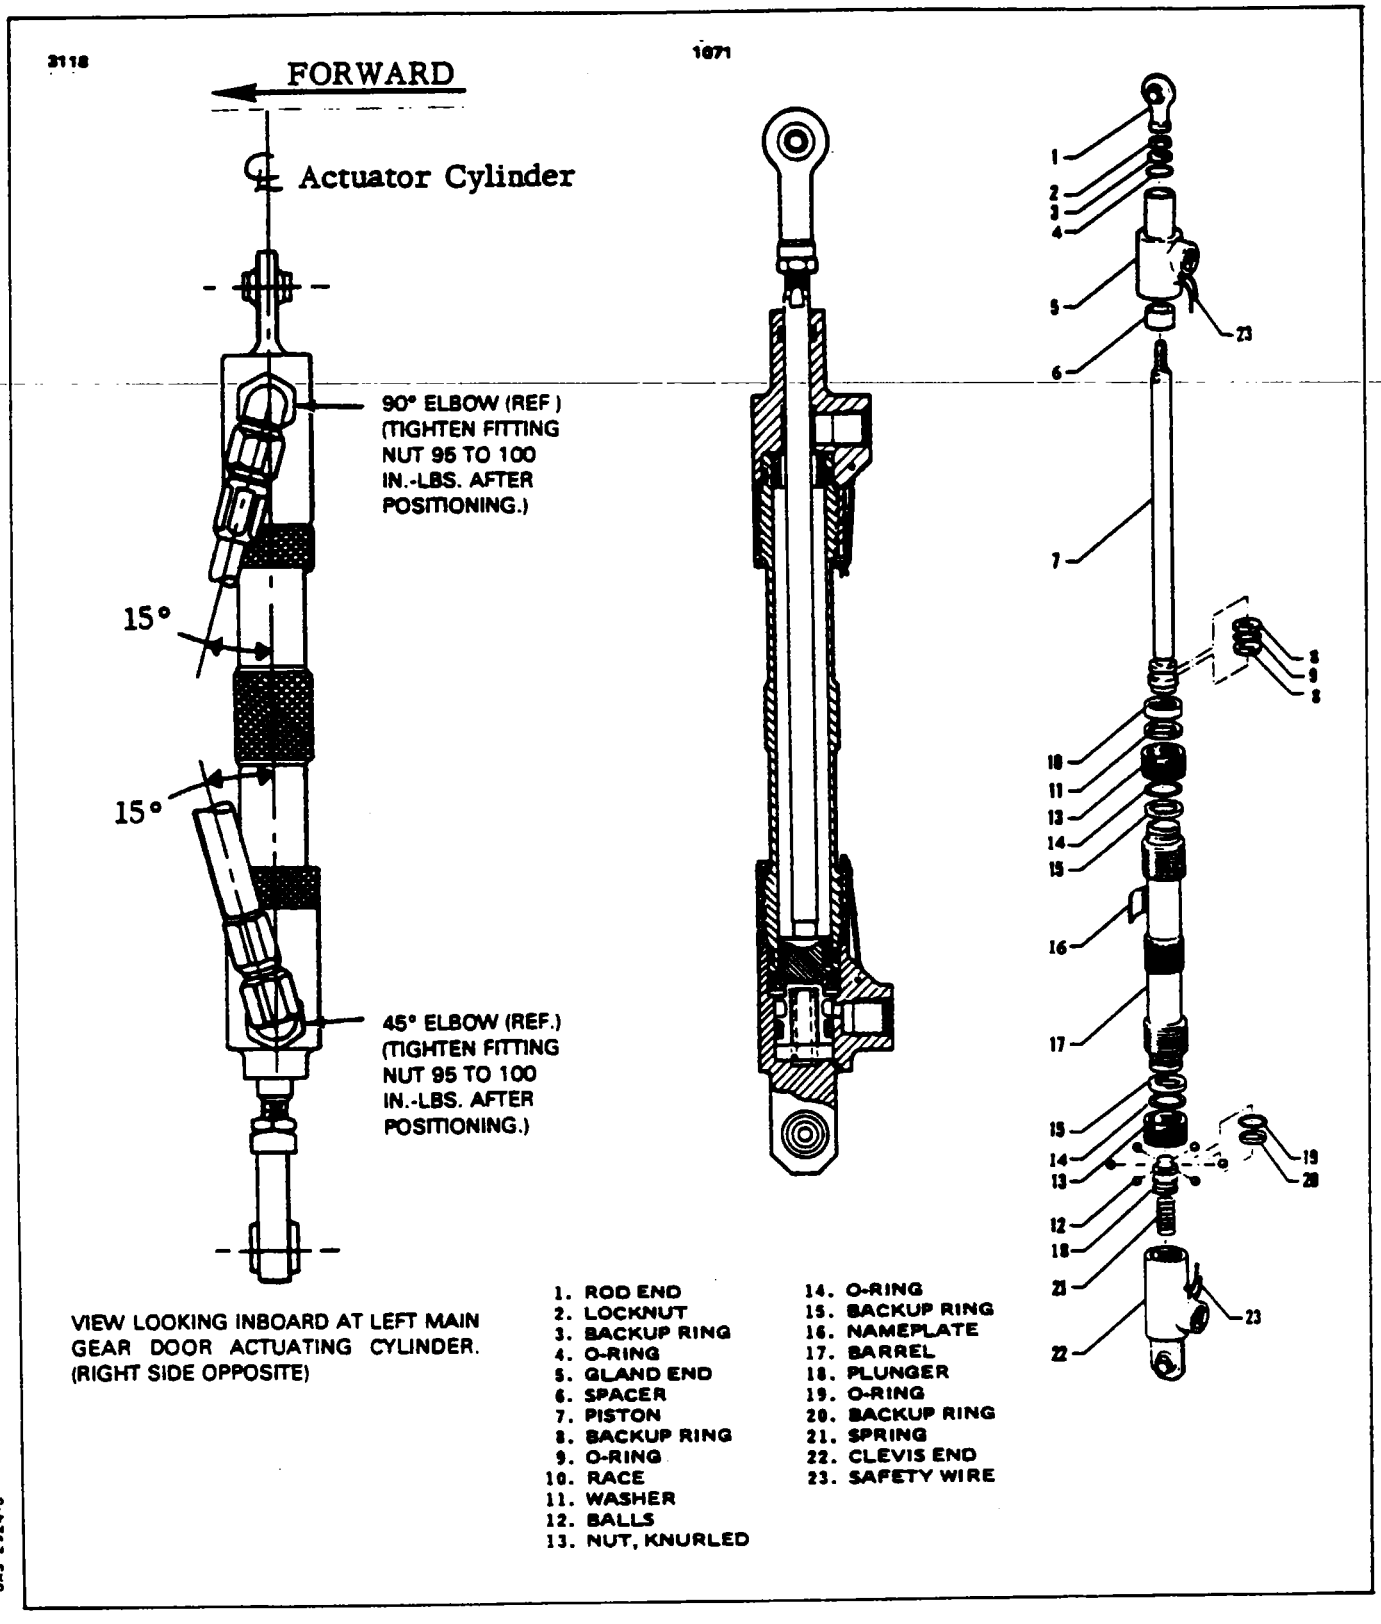

Figure 6-25. Gear Door Actuating Cylinder (Ozone 2924-3)
6-142. DISASSEMBLY OF GEAR DOOR ACTUATING CYLINDERS.(OAS-2924-3). (Refer to Figure 6-25.)
c. Inspect the hydraulic fittings on both inboard gear door actuating cylinders. Assure their position is 15° forward to the actuating cylinder centerline. (Refer to Figure 6-25.)